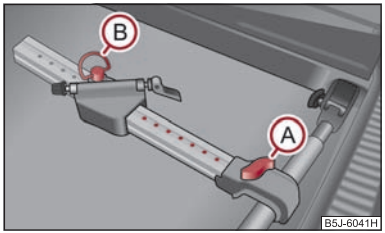

Fig. 67 Install bicycle carrier
– Position the approved bicycle carrier on the cross member, after pulling up the screw (A) push the frame side rail (alu-part) towards the cross member and screw the screw (A) into the nut ⇒ fig. 67.
– Slacken the screw (B) on the moveable part of the bicycle carrier and pull out, then position the moveable part of the carrier, depending on bicycle size, into one of the three possible positions.
– Insert the screw (B) into the desired position and tighten. ■